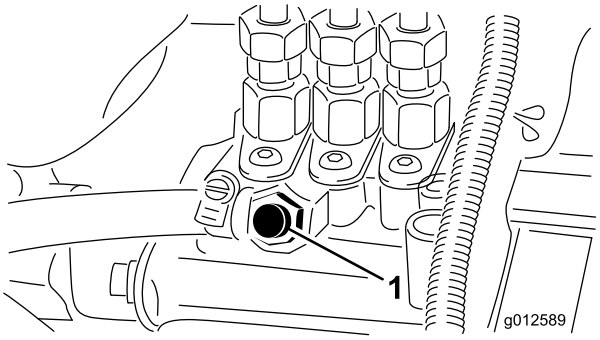

**Figur 34**
5. Öppna avluftarskruven på bränsleinsprutningspumpen (Figur 34).